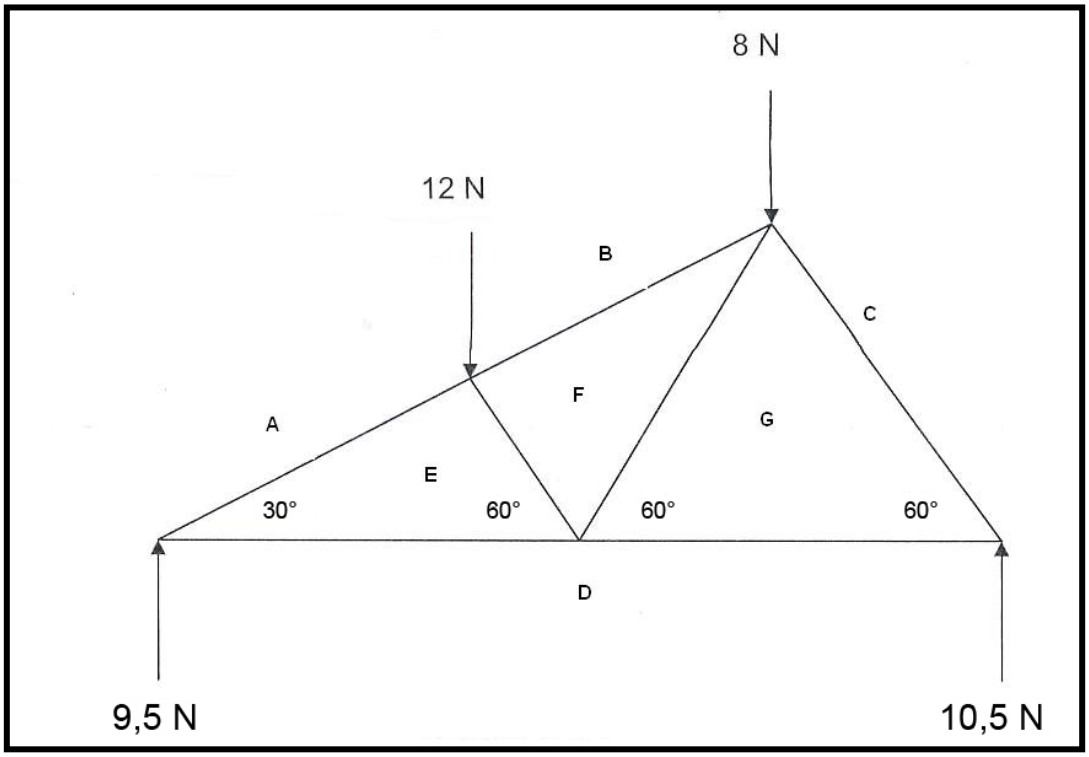

Figure 5.2
5.2 FIGURE 5.2 below shows the space diagram of a framed roof truss.